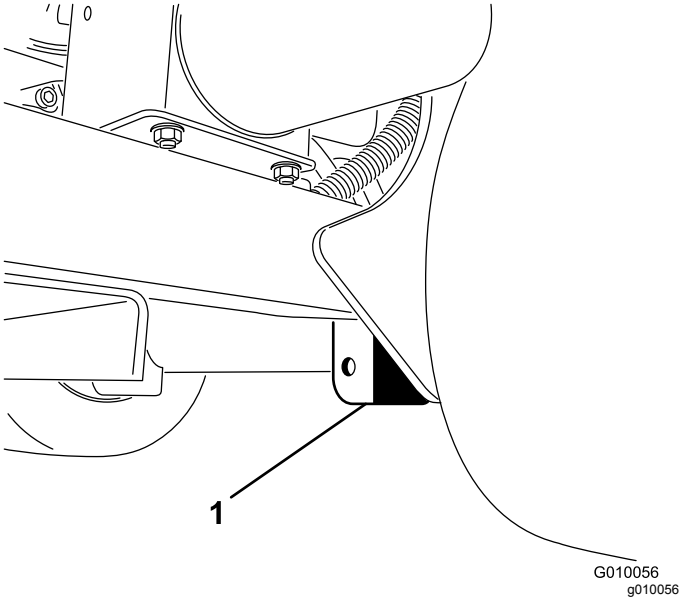

Figuur 39
3. Plaats de krik stevig onder het frameplaat net aan de binnenkant van het achterwiel (Figuur 39).